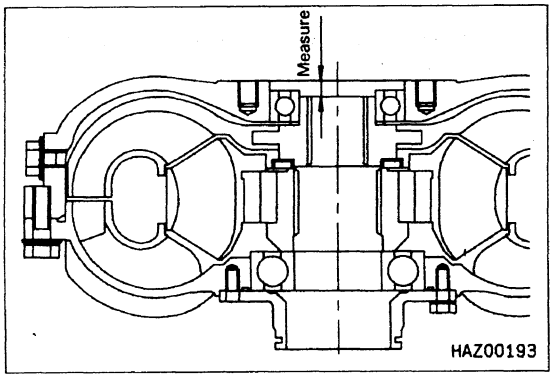

Fig. 2.
4) Knock the bearing into the drive cover assembly and check the dimension as shown in Fig. 2.